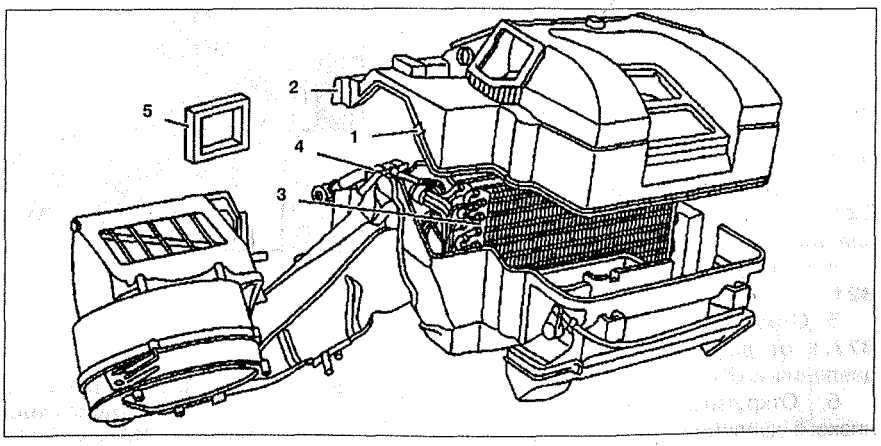

Рис. 10.10. Испаритель кондиционера:
2. Снимите фиксаторы **1** (см.рис. 10.10).